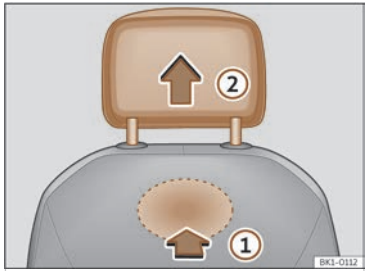

Fig. 71 Apoyacabezas delantero: desmontaje.
- Para desbloquearlo, busque el rebaje situado en la parte posterior del respaldo por la zona marcada y presione en el sentido de la flecha ››› **fig. 71** ①.
- Extraiga el apoyacabezas en el sentido de la flecha ②.